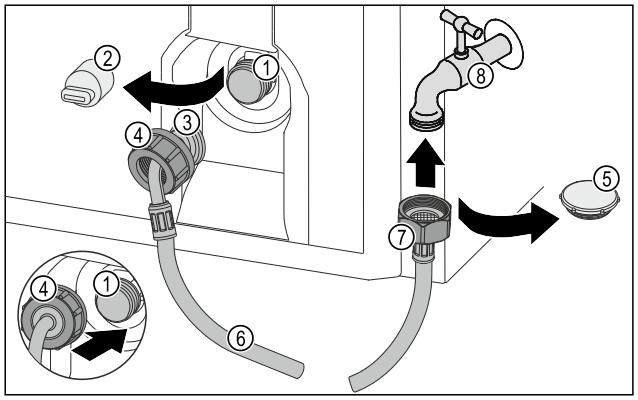

Fig. 44
▶ Noņemiet noslēgvāciņu *Fig. 44 (5)*.
▶ Pielieciet taisno šļūtenes galu *Fig. 44 (7)* pie ūdens krāna *Fig. 44 (8)*.
▶ Pievelciet taisnā šļūtenes gala *Fig. 44 (7)* uzgriezni pulksteņrādītāja kustības virzienā.